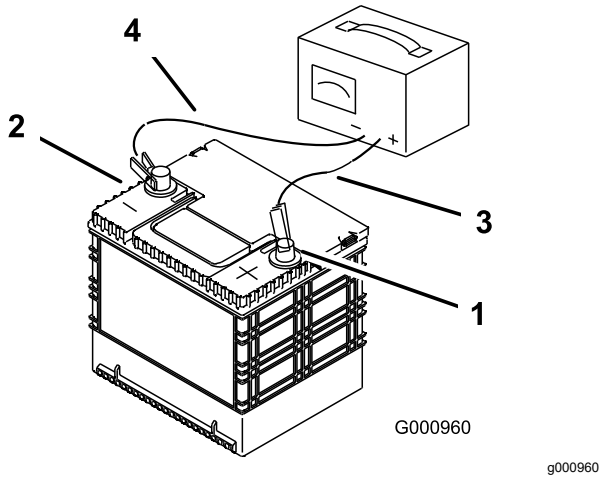

Bild 51
3. Wenn die Batterie ganz aufgeladen ist, ziehen Sie den Stecker des Ladegeräts aus der Dose. Klemmen Sie dann die Klemmen des Ladegeräts von den Batteriepolen ab (Bild 51).